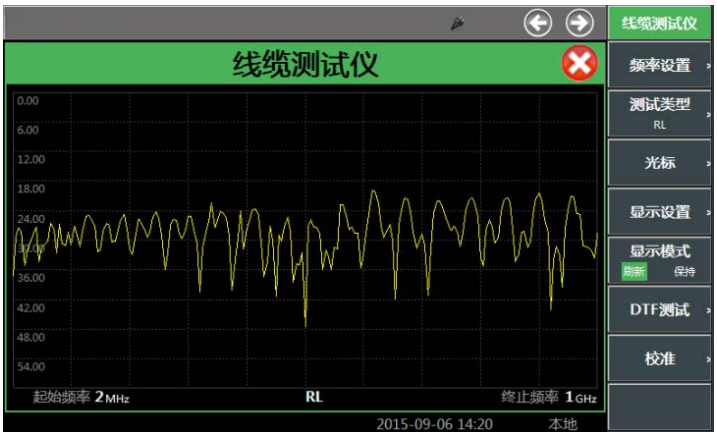

图 4.13　回波损耗测试结果图
- 校准：选择右侧菜单[校准]软键，选择[开始校准]，根据提示连接校准件完成校准。校准完成后，将被测电缆连接到测试仪器，并在电缆末端连接匹配负载，测试仪显示便为所测得的回波损耗曲线，如图 4.13 所示: